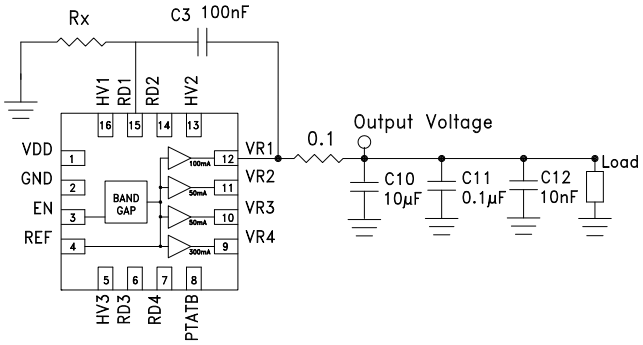

Figure 16. *Recommended HMC1060LP3E configuration for supplying output voltage values greater than default.* [4]
Other output voltages values that are greater than the default value are achieved by using and external resistor Rx as shown in Figure 16. Output configuration in Figure 16 supports both PTAT mode enabled and disabled.
3. To set VR1 = 5 V in PTAT Mode, external resistance Rx = 40.3 kΩ shown in Figure 16 is required. Please note that for optimal temperature compensation, the 5 V level on VR1 can be achieved by connecting 5.7 kΩ (40.3 kΩ – R3) from HV1 pin to GND (see Output Configuration Table for more detail). This is due to the fact that the internal resistors of the HMC1060LP3E have a temperature coefficient of +270 ppm/°C. When the default output voltage is modified by using an external resistor with a different temperature coefficient, the temperature behavior of the respective output will differ from this specification, although the difference will likely be insignificant.